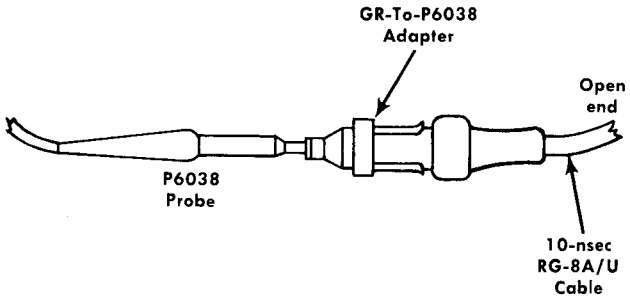

Fig. 5-1. P6038 Probe tip in 50-ohm system.
a. Connect the Channel A P6038 Probe into the 50 Ω system of Fig. 5-1.
c. Place the Channel A P6038 Probe into the 50 Ω environment of Fig. 5-1.